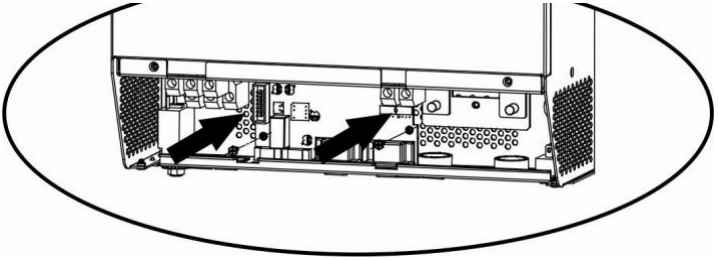

Abb. 6-6 Einsetzen der Parallel-Erweiterungskarte.
- Schritt 4, Setzen Sie die Parallel-Erweiterungskarte wie gezeigt in Abbildung (Abb. 6-6) ein: